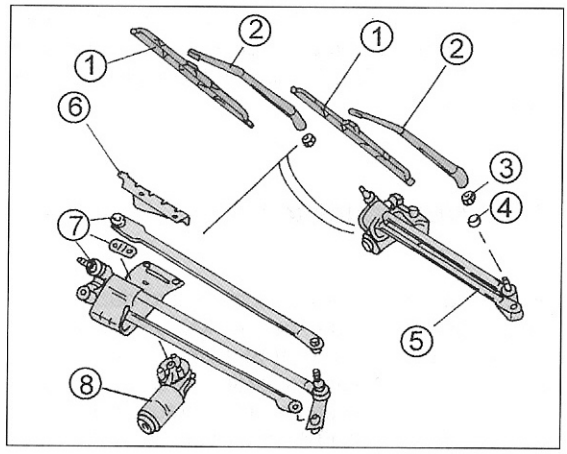
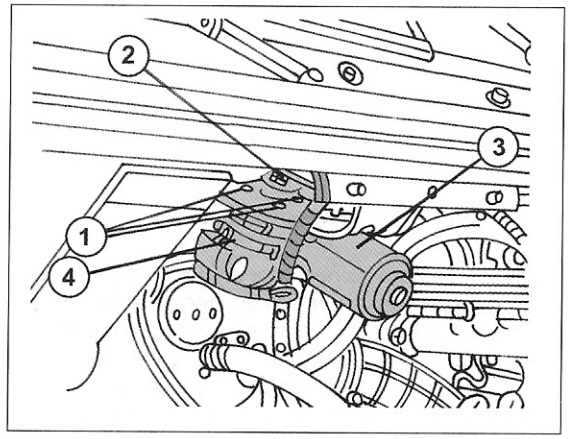

Bild 324
Bild 325
Der Ausbau des gesamten Scheibenwischersystems, wie man es in Bild 324 sehen kann, ist eine umfangreiche Arbeit. Da es jedoch kaum vorkommen sollte, verzichten wir auf die Beschreibung. Weitaus möglicher ist es jedoch, dass der Scheibenwischermotor erneuert werden muss. Diese Arbeit kann unter Bezug auf Bild 325 durchgeführt werden, da man den Motor beim ersten Hinblick sehen wird. Zum Ausbau die drei Schrauben (1) entfernen, die Mutter (2) vom Kurbelhebel abschrauben und den Motor (3) herausnehmen.